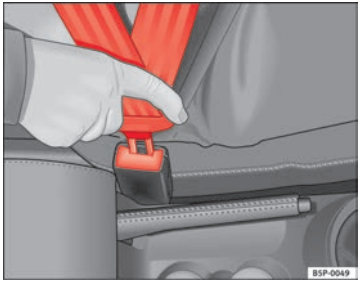

Fig. 11 Belt buckle and latch plate of seat belt
– Insert the latch plate into the buckle for the appropriate seat and push it down until it is securely locked with an audible click ⇒ fig. 11.